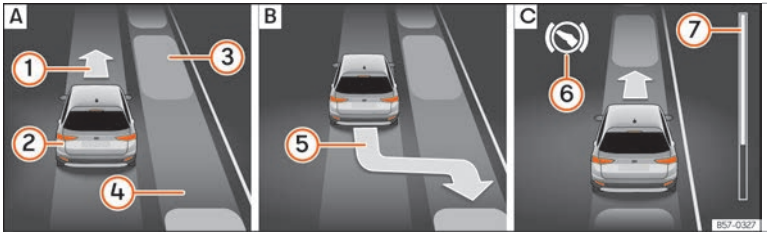
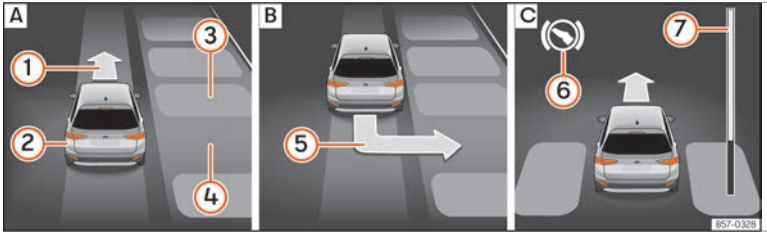

Abb. 285 Am Bildschirm des Kombi-Instruments: längs einparken. A Parklücke suchen. B Position zum Einparken. C Rangieren.
Abb. 286 Am Bildschirm des Kombi-Instruments: quer einparken. A Parklücke suchen. B Position zum Einparken. C Rangieren.
- Schauen Sie auf der Bildschirmanzeige im Kombi-Instrument, ob die Parklücke als „geeignet" erkannt wurde und ob die korrekte Position zum Einparken ›› Abb. 285 B oder ›› Abb. 286 B erreicht wurde. Die Parklücke wird als „geeignet" betrachtet, wenn auf dem Bildschirm des Kombi-Instruments die Anzeige zum Einparken erscheint (5).
- Fahren Sie rückwärts, bis das Dauertonsignal des ParkPilot ertönt; **ODER:** fahren Sie zurück, bis auf dem Bildschirm des Kombi-Instruments die Anzeige für Vorwärtsfahren ››› Abb. 285 C oder ››› Abb. 286 C erscheint; **ODER:** fahren Sie zurück, bis am Bildschirm des Kombi-Instruments die Meldung **`Park Assist beendet`** erscheint. Die Fortschrittsanzeige ⑦ zeigt den zurückzulegenden Abstand an ››› Seite 335.
- Fahren Sie vorwärts, bis das Dauertonsignal des ParkPilot ertönt; **ODER:** fahren Sie vorwärts, bis am Bildschirm des Kombi-Instruments die Anzeige zur Rückwärtsfahrt erscheint. Der Parklenkassistent lenkt das Fahrzeug vorwärts und rückwärts bis es in der Parklücke zentriert ist ››› Abb. 285 C oder ››› Abb. 286 C.
Die Fortschrittsanzeigen ››› Abb. 285 ⑦ und ››› Abb. 286 ⑦ am Bildschirm des Kombi-Instruments zeigt symbolisch die noch zu fahrende relative Fahrstrecke an. Je länger die Distanz ist, desto größer ist der Füllstand des Fortschrittsbalkens. Bei Vorwärtsfahrt nimmt die Füllung des Fortschrittsbalkens nach oben ab und bei Rückwärtsfahrt nimmt die Füllung des Fortschrittsbalkens nach unten ab.